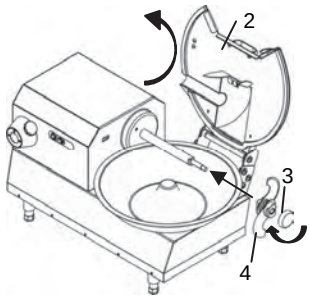

Abb. 6.3.9
- Trägernabe der Schnittwerkzeuge auf die Welle setzen 4 Abb. 6.3.9
- Die Flügelmutter zur Sperrung der Messer-Trägernabe „3“, Abb. 6.3.9, gemäß Beschreibung in Abschnitt 6.4 einschrauben.
- Deckel absenken 2 Abb. 6.3.9